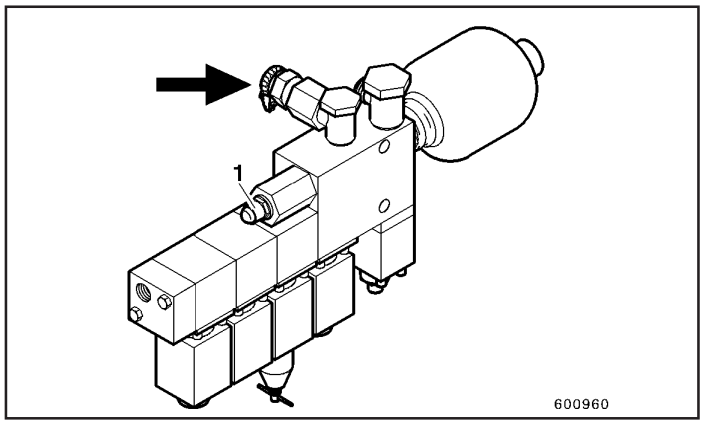

Fig.1
- Conecte um sensor de pressão (90 bar) na medida mínima dos pórticos (seta, Fig. 1)
- Valor nominal = 45 bar, corrigir com válvula (1)